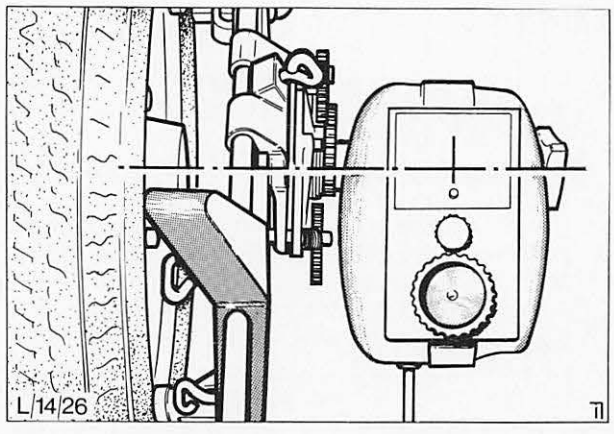

Abb. 55 Bei der Anbringung der Projektoren muß die Projektorachse mit der Radmitte fluchten
3. Projektoren so an den Vorderfelgen anbringen, daß die Achse jedes Projektors mit der jeweiligen Radmitte fluchtet, Abb. 55.